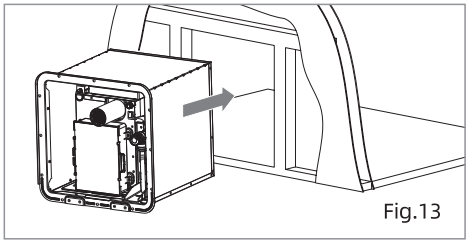

Fig.13
1. Position the water heater carefully into the frame opening , evenly space the flange to the exterior wall of the RV. (Fig.13)